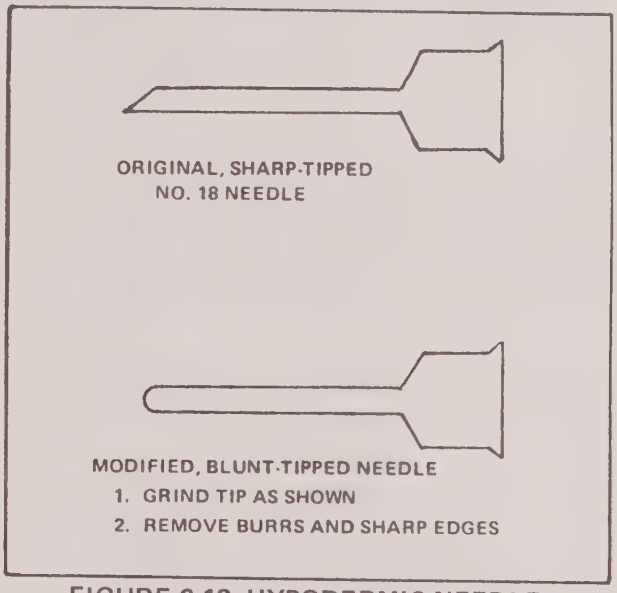

FIGURE 6-12 HYPODERMIC NEEDLE MODIFICATION
5. Modify hypodermic needle per Figure 6-12.